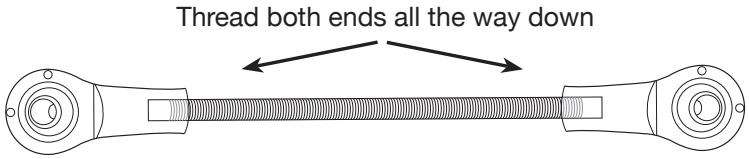

*fig. 22*
1. Locate the linkage and ensure the rod is threaded all the way on (fig. 22).